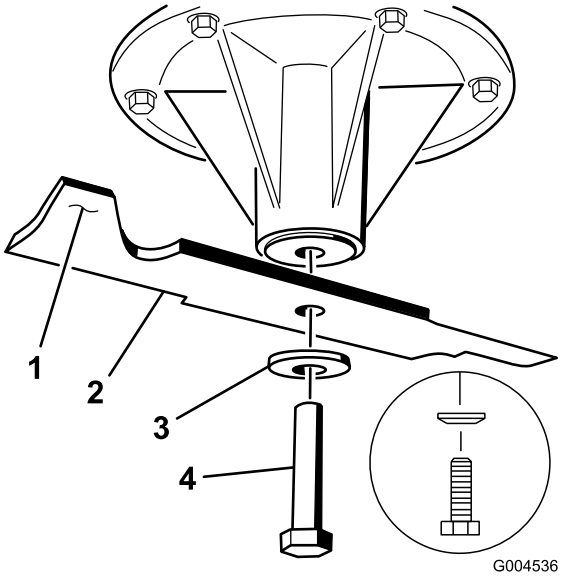
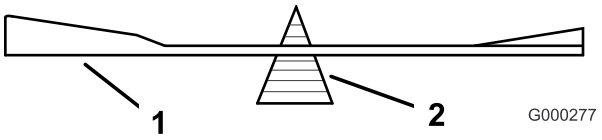

Figur 78
Figur 80
2. Fjern knivbolten, bueskiven og kniven fra spindelakselen (Figur 78).
2. Sjekk knivens balanse ved å legge den på en balanseringsinnretning (Figur 80). Hvis kniven holder seg i horisontal stilling, har riktig balanse og kan brukes. Hvis kniven ikke er i balanse, files litt av metallet på enden av vingeområdet bort (Figur 78). Fortsett med dette helt til kniven er balansert.